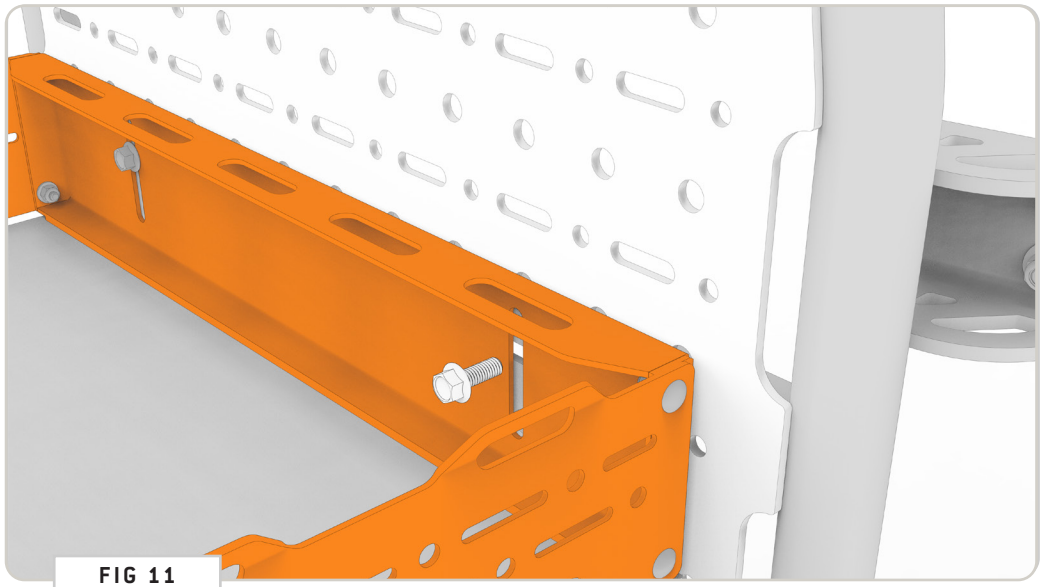

FIG 11
**3.4 Insert Bolts Through Mounting Holes (Optional):** Insert (1ea) **3/8-16 x 1" Flanged Hex Head Screws** to the mounting holes of your **Storage Box Topper (FIG 11)**.